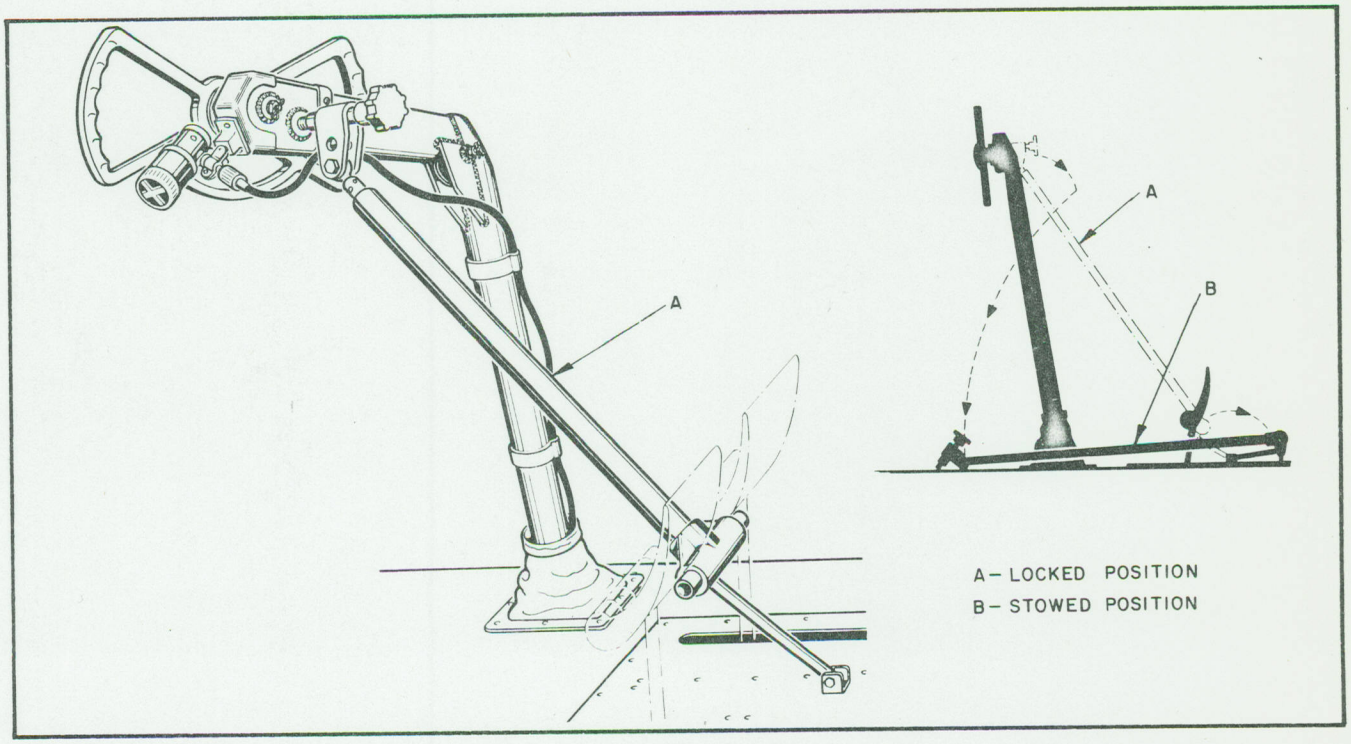

Figure 1-7 Flight Control Lock
(2) Place rudder pedals in neutral, then press rudder lock pins in and lift assembly until the lock pins will engage the holes in the rudder pedals (Figure 1-7).
(3) Place the aileron controls in neutral, then position the control column so the lock screw can be screwed into the hole.